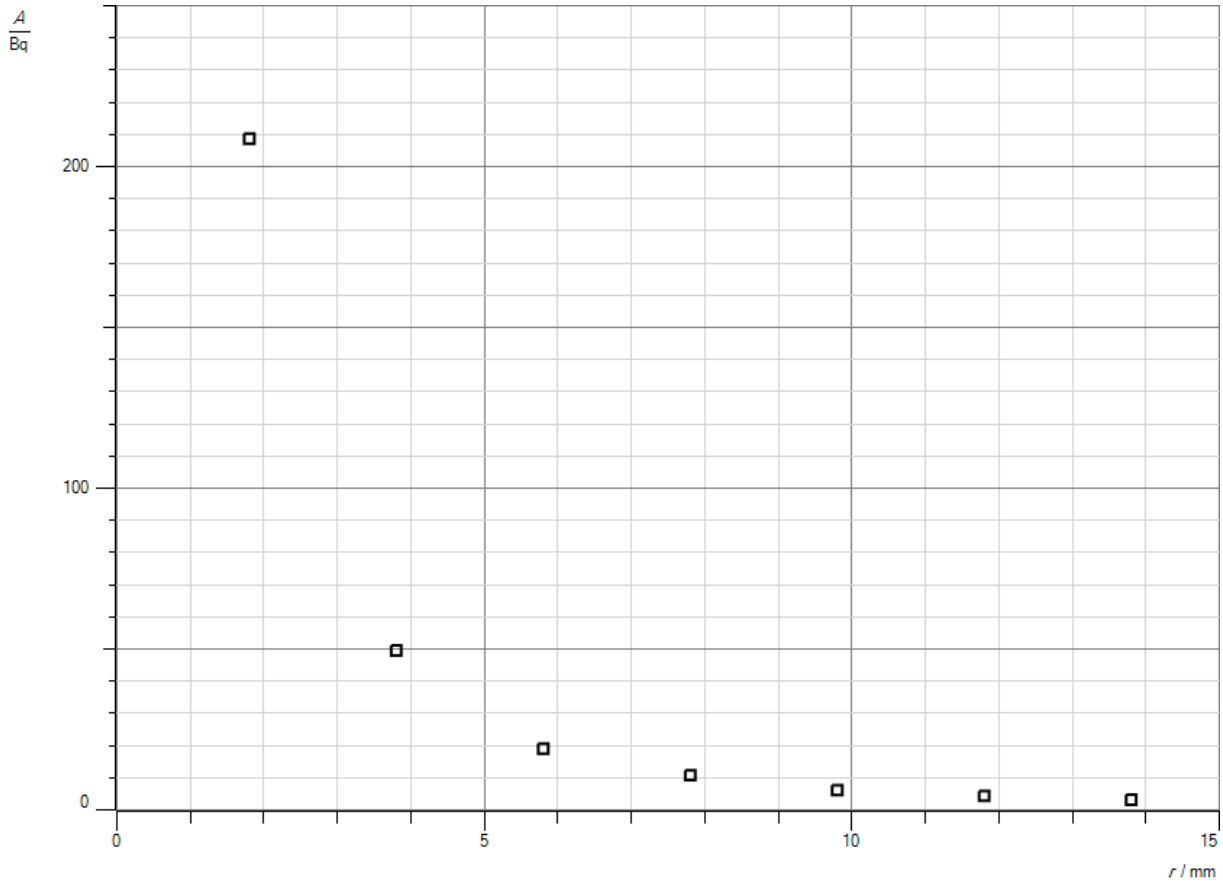

Abb.1: Messdiagramm
a. Es ergibt sich das Diagramm in Abb.1.